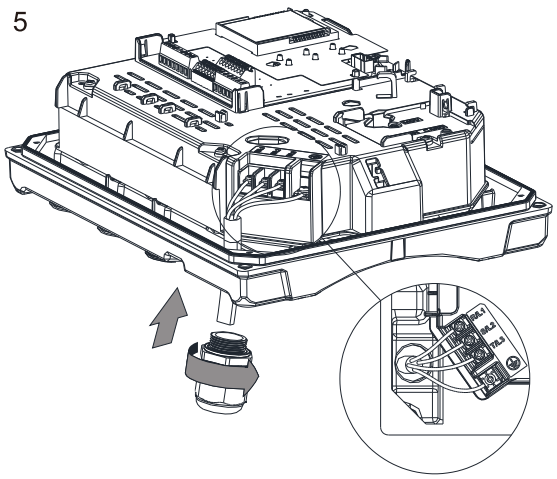

Figure 4-5
4. Put the surplus wire segment of the temperature sensor into the hole as the direction arrow shown in the Figure 4-5.